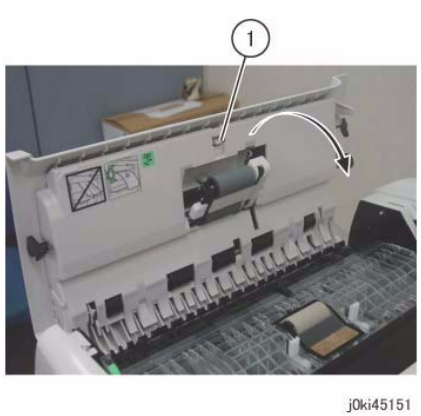

Figure 1 Open the Feed Upper Chute
4. Open the Feed Upper Chute. (Figure 1)